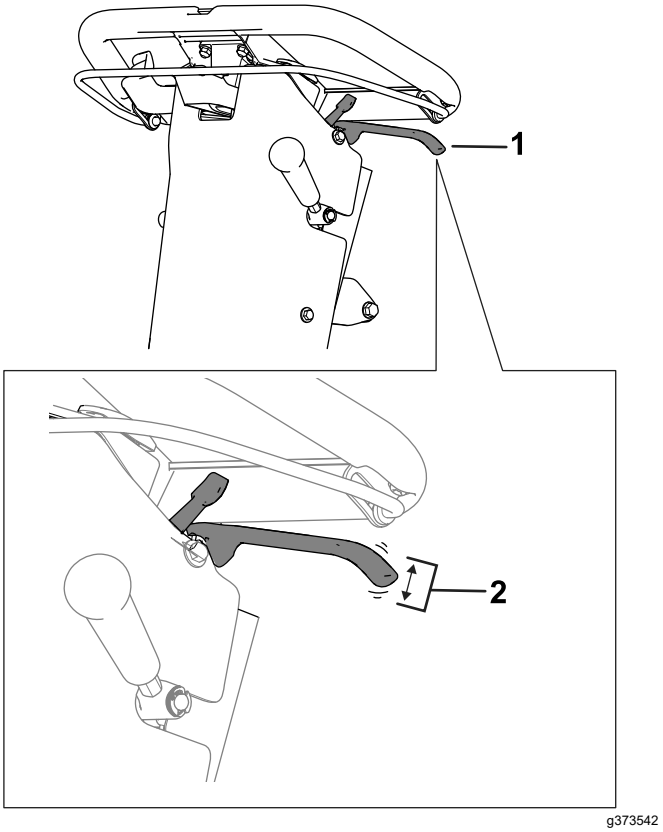

**Figure 32**
2. Mesurez la garde au bout de la poignée du frein de stationnement (Figure 32).